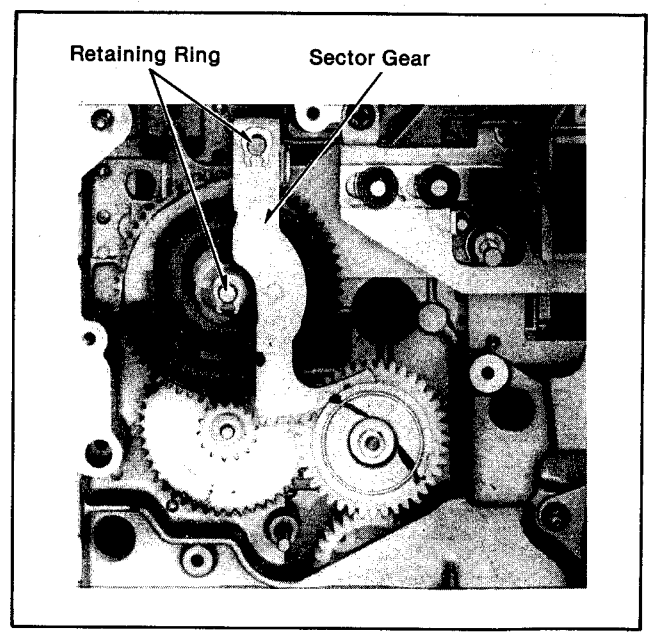

Figure M43
5. Install the sector gear so that the pin on the sector gear meets the inner slot of the cam gear (simple slot side). Install the 2 retaining rings on the cam and sector gears. (Figure M43)